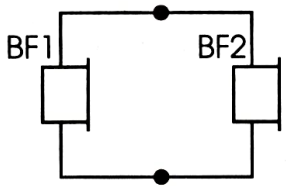

Рис. 6
1. Соедините согласно рис. 6 два телефонных капсюля двужильным проводом длиной 3–4 м.